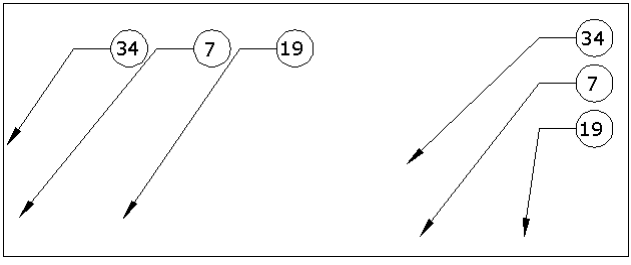

Рис. 4.103. Варианты выравнивания с шагом
- **задать Шаг** (specify Spacing) — задается новый шаг для размещения надписей мультивыносок по горизонтали или по вертикали (рис. 4.103);